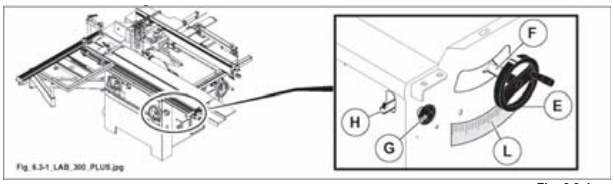

Fig. 6.3-1
- Inserire il volantino (E fig. 6.3-1) nel perno (F fig. 6.3-1) e ruotarlo per regolare l'altezza del gruppo sega.
- Inserire il volantino (E fig. 6.3-1) nel perno (H fig. 6.3-1).
- Allentare il pomello (G fig. 6.3-1) e ruotare il volantino per regolare l'inclinazione del gruppo sega-incisore.
- Leggere nell'indice (L fig. 6.3-1) il valore di inclinazione della lama sega.